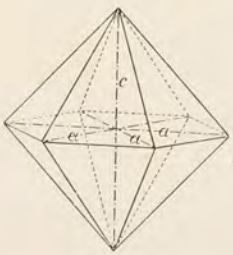

Fig. 53.
3. Das hexagonale System mit 1 Hauptachse (1 H. S. E. und 6 S. E. senkrecht auf der Hauptebene) und 3 gleichlangen, gleichwertigen, in einer Ebene liegenden Nebenachsen (a), die sich unter einem Winkel von 60 Grad schneiden. Die Hauptachse steht zu den Nebenachsen senkrecht und ist kürzer oder länger (Fig. 53).